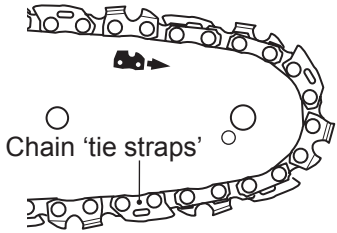

Fig. 11
1. Place the product on a suitable flat surface with the chain saw cover (22) facing forwards.
2. Check the chain tension using one hand to lift the saw chain (20) against the weight of the product. The correct chain tension is achieved when the saw chain can be lifted by approximately 2 - 4 mm from the guide bar (19) in the centre (Fig.11, 12).